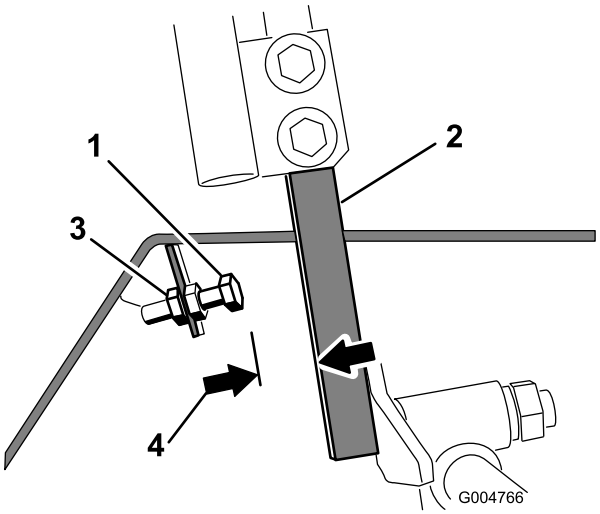

Figur 63
4. Løsn kontramøtrikken på stopbolten for det ene af bevægelseshåndtagene (Figur 63).